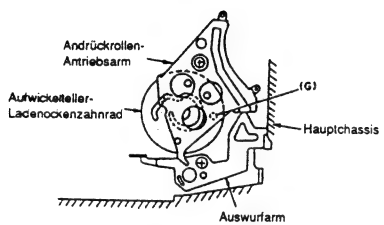

Abb. 3-3
4) Das Aufwickelteller-Ladenocken-Zahnrad in das Hauptchassis einbauen, so daß die Bohrung (G) in dem Aufwickelteller-Ladenocken-Zahnrad und die Bohrung in dem Hauptchassis überlappen (siehe Abb. 3-3).
Den Andrückrollen-Antriebsarm gemäß Abbildung einbauen (siehe Abb. 3-3).